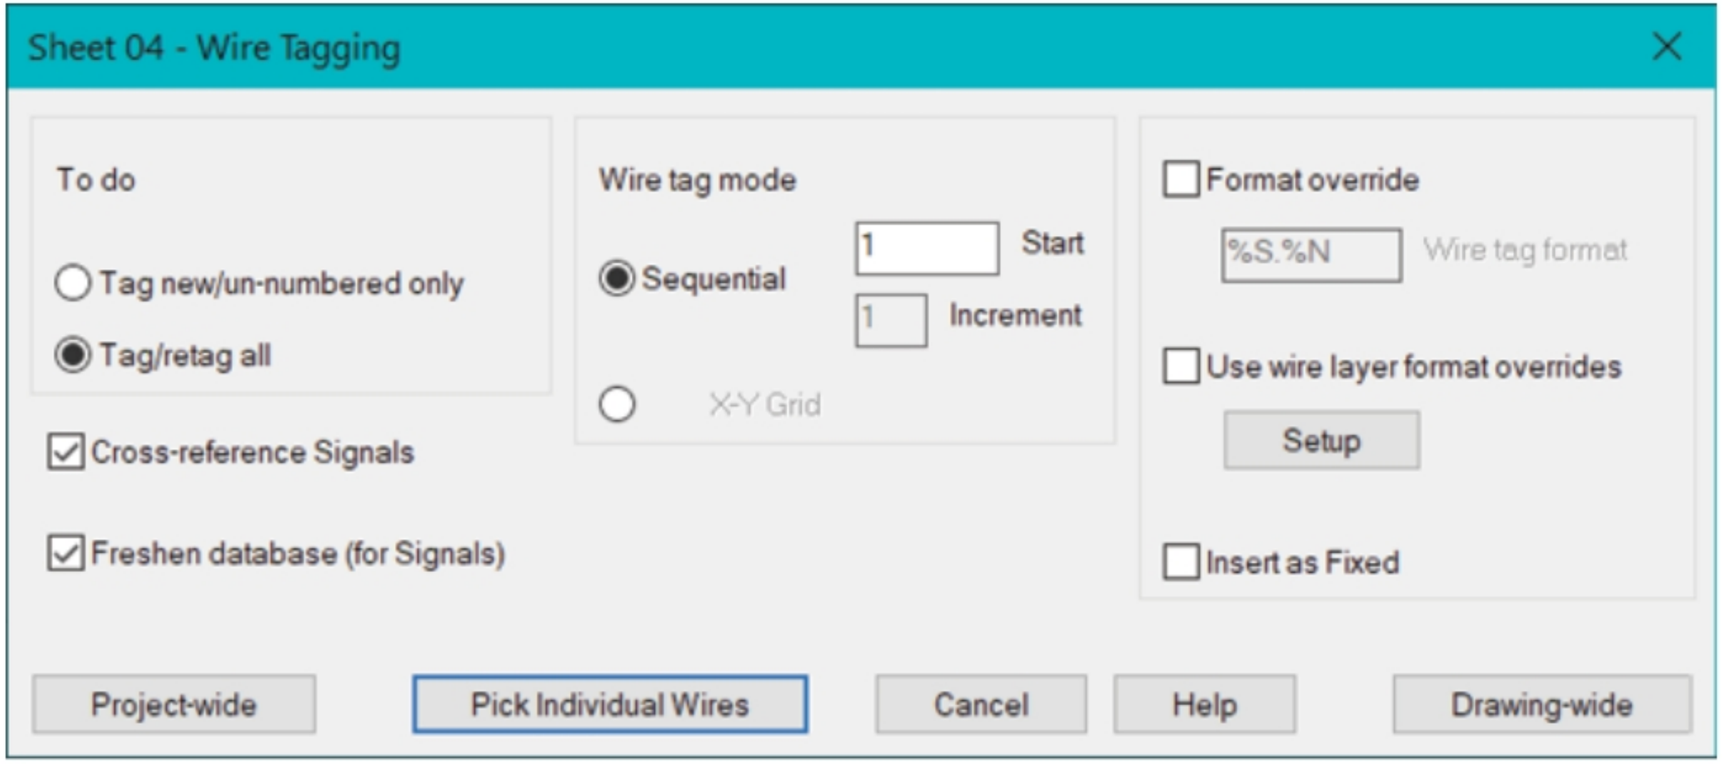

Figure-45. Wire Tagging dialog box
- Click on the **Wire Numbers** button from the **Wire Numbers** drop-down in the **Insert Wires/Wire Numbers** panel. The **Wire Tagging** dialog box will be displayed; refer to Figure-45.